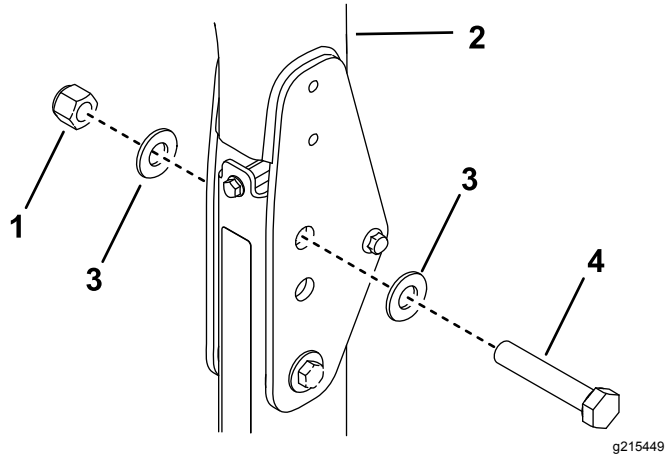

Figura 26
B. Coloque una arandela (13/16" x 1½") en cada perno (¾" x 4"), según se muestra en Figura 26.
C. En los taladros de donde se retiraron los pasadores, instale los pernos y las arandelas (Figura 26).
D. Coloque otra arandela sobre cada perno y sujételas con una tuerca (¾"), según se muestra en Figura 26.